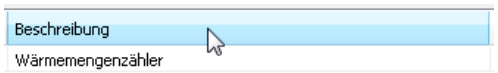

Bild 36.5 – Sortieren der Produkte nach den Spaltenüberschriften
- Klicken Sie auf die Spaltenüberschrift *Beschreibung*, um die Einträge entsprechend zu sortieren. Ein zweiter Klick bewirkt die alphabetisch absteigende Sortierung (Abb. 36.5).